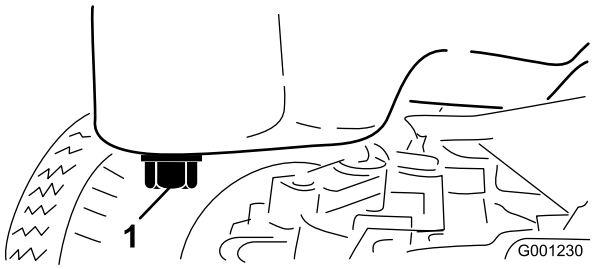

**Figur 52**
3. Placera ett avtappningskärl under oljekärlet och i linje med avtappningspluggen (Figur 52).